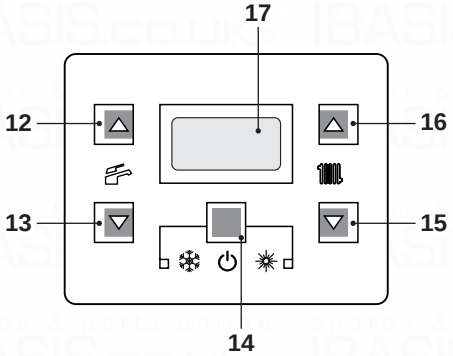

Fig. 2.7
- Press the key 14 for 2 seconds until the symbol appears on the display Fig. 2.7.
The output temperature of c.h. water can be adjusted by acting on keys 15 (reduce) and 16 (increase) (Fig. 2.7) from a minimum of about 25°C to a maximum of about 85°C. Press one of the two keys once to display the "set" value. Press again to access the modification.
However, if the ambient temperature is not comfortable, the flow temperature of the heating plant can be increased or reduced by ± 15°C by acting on keys 15 (reduce) and 16 (increase) (Fig. 2.7).
The temperature of the d.h.w. can be adjusted by acting on keys 12 (increase) and 13 (reduce) (Fig. 2.7) from a minimum of about 35°C to a maximum of about 60°C. Press one of the two keys once to display the "set" value. Press again to access the modification.